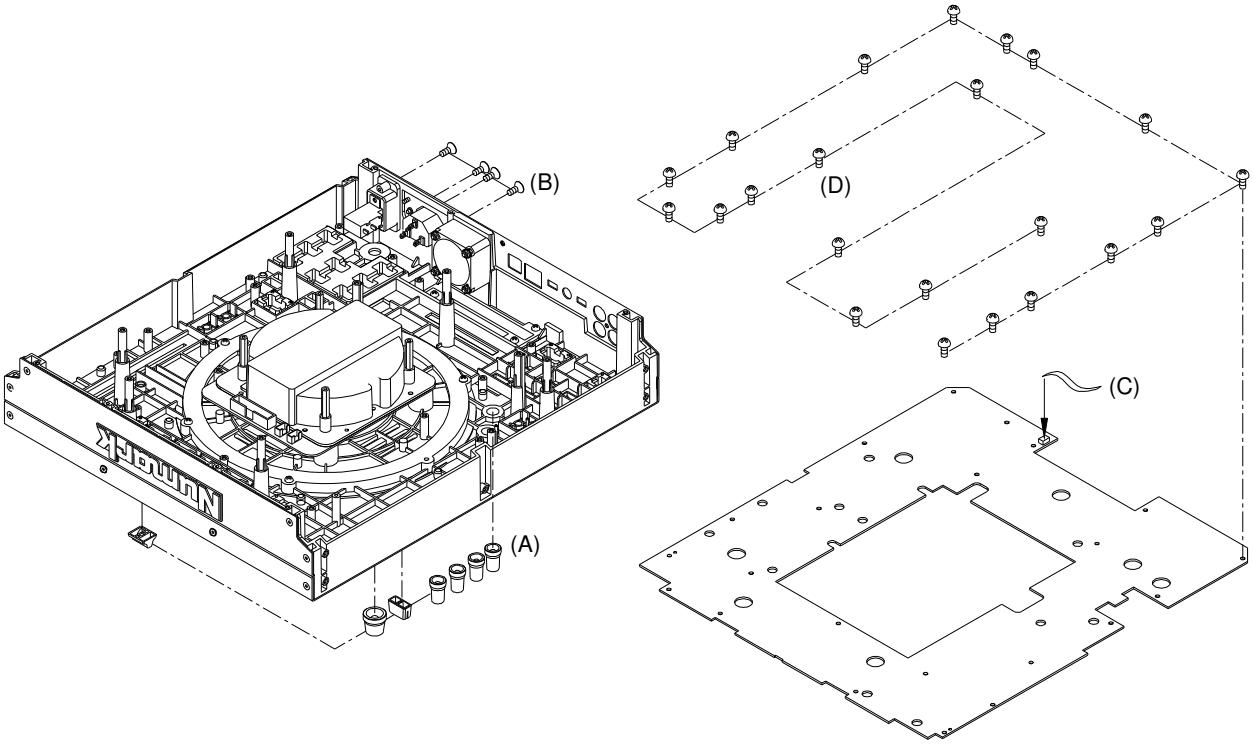

Fig.4
4.REMOVAL OF FUNTION PCB.(Fig4)